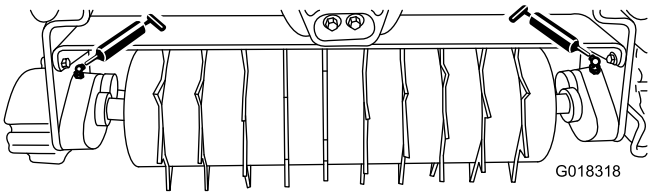

Figure 7
Lubrifiez les 2 graisseurs (Figure 7) situés sur chaque unité d'aération avec de la graisse au lithium nº 2 toutes les 15 heures d'utilisation. Pour obtenir des résultats optimaux, utilisez une pompe à graisse manuelle.
2. Essuyez chaque graisseur (Figure 7) avec un chiffon propre.